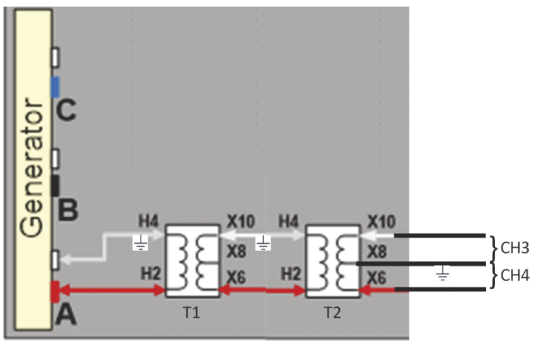

**FIGURE 3.51** (Step 10) Wiring diagram for Step 10. Note the ground at X8 of T2. ⏎
10. **Observing the two 120 V legs and the combined 240 V leg**. Refer to Fig. 3.51. Move the ground from X10 of T2 to X8 of T2. Now you see the two 120 V lines 180° out of phase. This shows the phase of each 120 V leg relative to ground. Add a function that shows CH3 minus CH4. Record your results. This demonstrates how the two 120 V legs combine to provide a larger voltage when needed for large appliances.